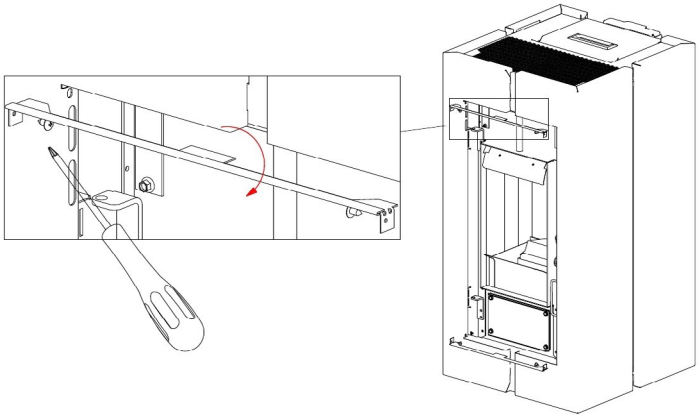

Fig. 38 - Entfernen der Profile
- Die 4 Schrauben herausschrauben und die schwarzen Profilleisten über und unter der Tür entfernen (siehe **Fig. 38 auf S. 22**).